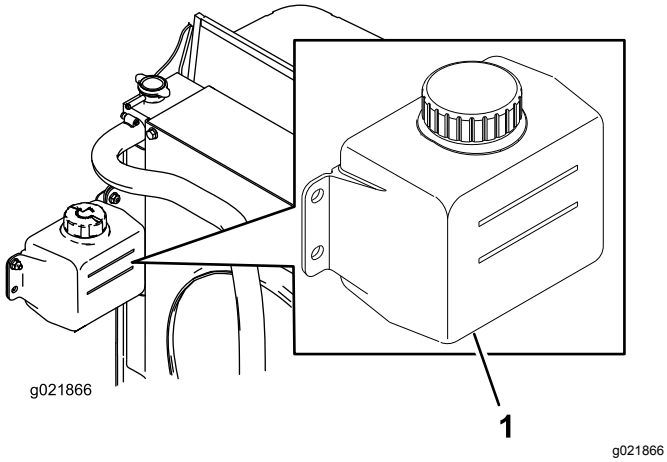

**Figur 94**
1. Kontrollera kylvätskenivån i expansionstanken (Figur 94).